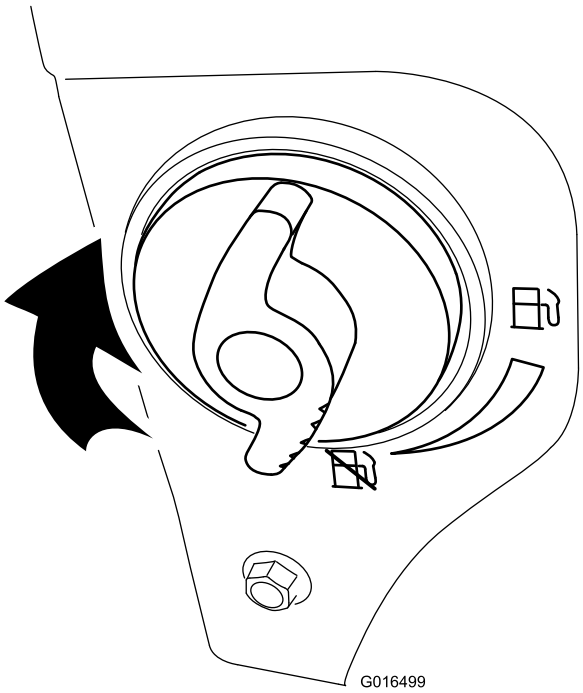

Figura 32
4. Girate la valvola d'intercettazione del carburante per chiuderla (Figura 32).